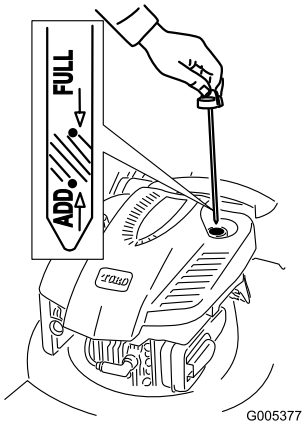

Figuur 8
1. Verwijder de peilstok (Figuur 8).
2. Giet **langzaam** olie in de vulbuis totdat het peil de **VOL**-markering op de peilstok bereikt (Figuur 8). **Niet te vol vullen.** (Maximale vulhoeveelheid: 0,59 l, type: SAE 30W reinigingsolie, met onderhoudsclassificatie SF, SG, SH, SJ, SL van het American Petroleum Institute (API) of hoger.